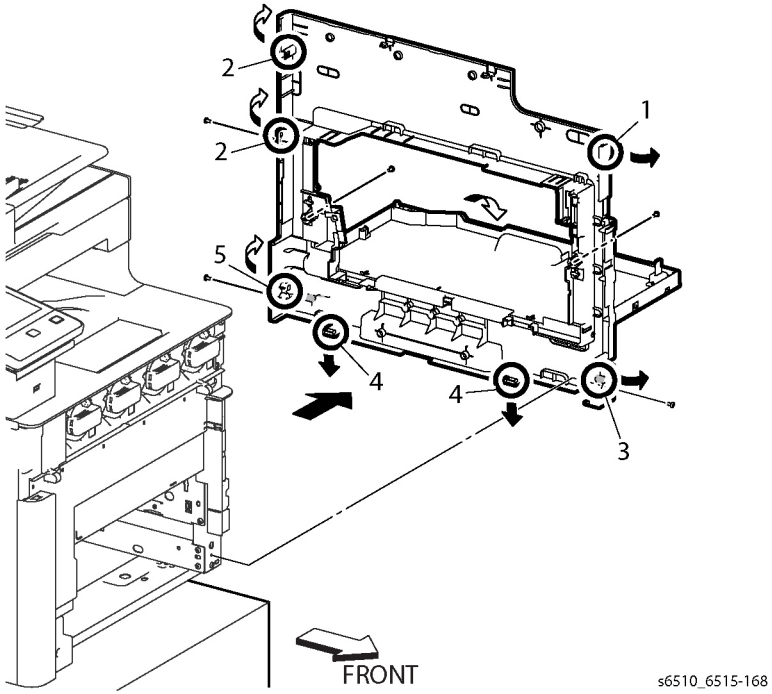

Figure 1 Remove the Right Side Cover Assembly (MFP)
9. Refer to Figure 1 to remove the five screws (silver, M3x6mm) attaching the Right Side Cover Assembly.
11. Following the sequence shown in Figure 1, release the hooks and bosses of the Right Side Cover Assembly, and remove the cover.